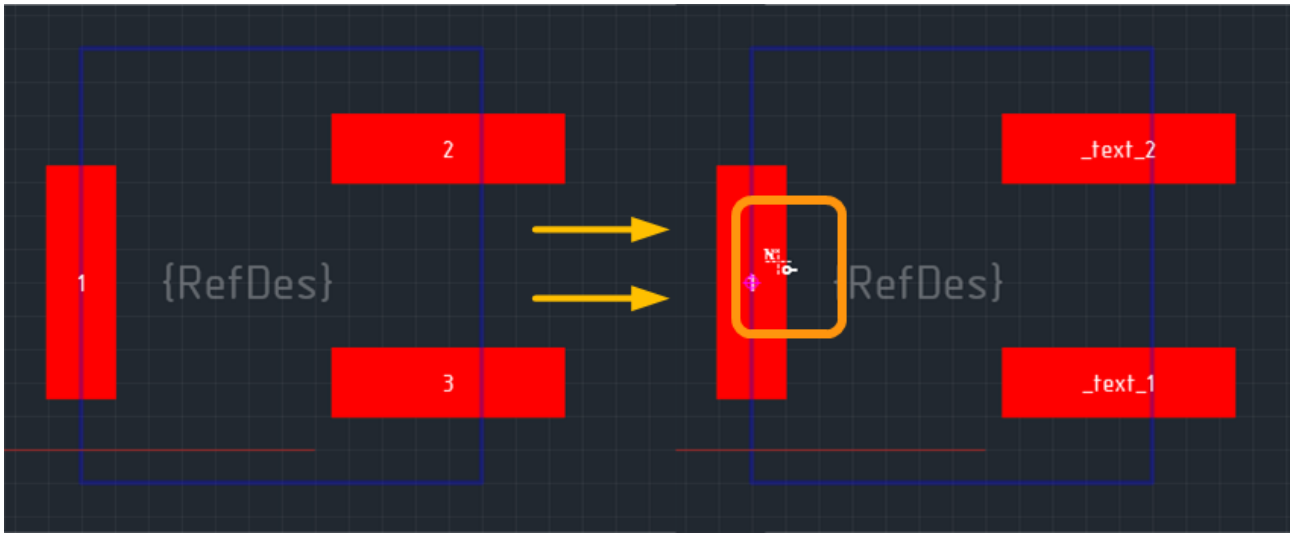

Рис. 194. Последовательное переименование контактных площадок
3. Перемещать курсор между контактными площадками, нажимая на каждой площадке левую кнопку мыши – номера контактных площадок будут увеличиваться, см. Рис. 194. В правой части рисунка показан курсор, которым обозначается инструмент.